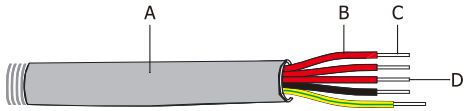

Figure 4.3-3 Ac connection line
Step 1. Prepare the terminals and AC cables according to the right table.See Figure 4.3-3.